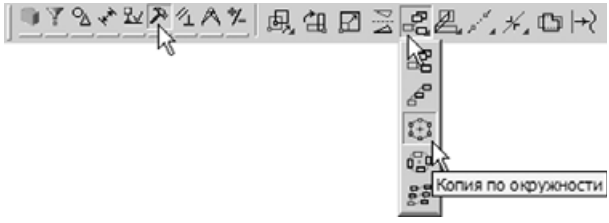

Рис. 5.188
- Включите кнопку **Копия по окружности** на панели расширенных команд копирования объектов (рис. 5.188).